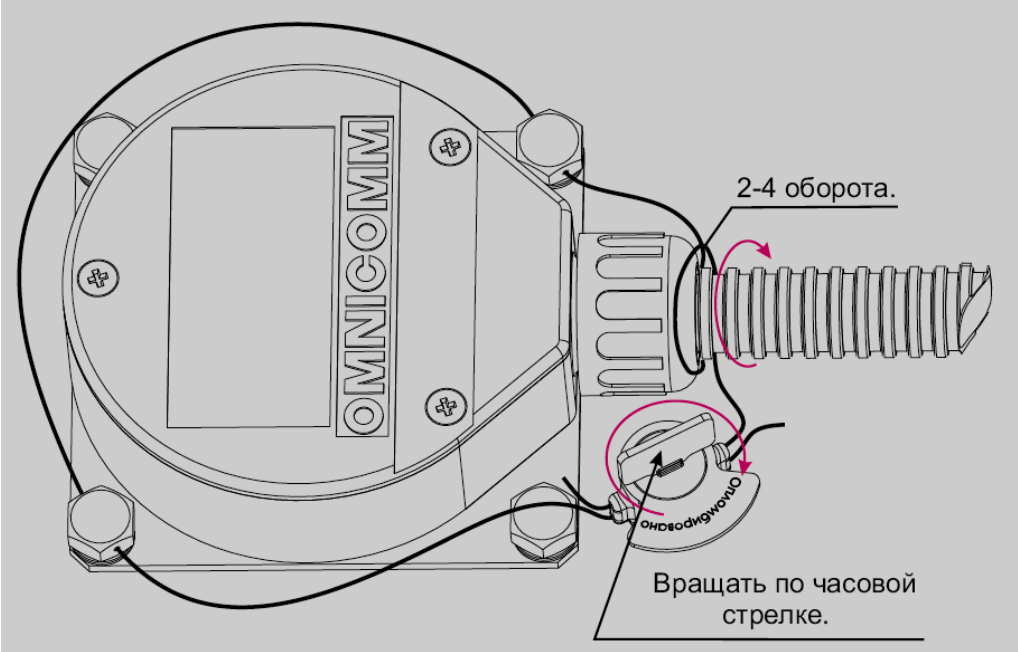

Рисунок 30
2) Продеть пломбировочную проволоку через отверстия в двух болтах, обмотать проволоку вокруг металлорукава, как показано на рисунке (Рисунок 30) и концы проволоки провести через отверстия пломбы.